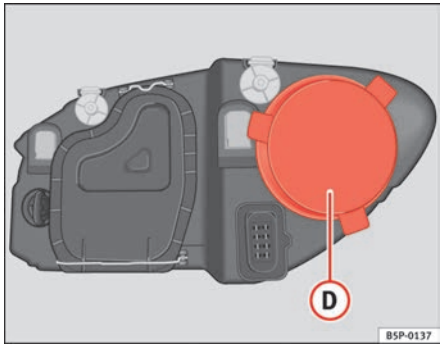

Fig. 191 Side lights
– Remove the cover ⇒ fig. 191 (D) by pulling on this.